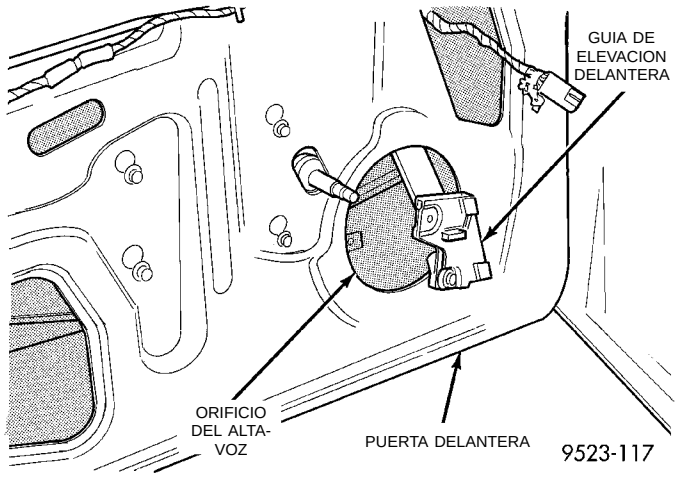

Fig. 25 Guía delantera
(6) Retire la barra de guía vertical delantera a través del orificio del altavoz en el panel interior de la puerta (Fig. 25).